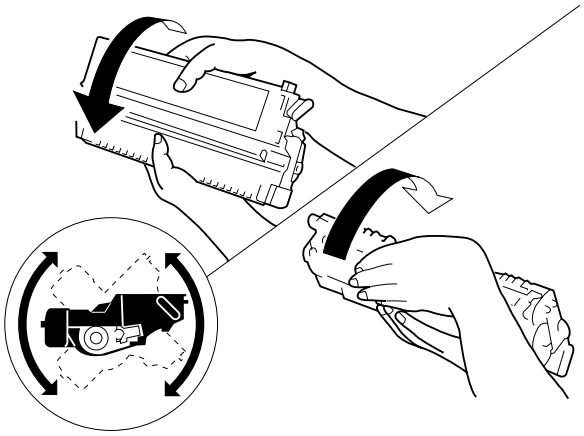

Figure 1-1
a. Before setting the cartridge in the machine or if copies have white spots as when it starts to run out of toner, hold the cartridge level and shake it about 90° several times as shown in Figure 1-1 to even out the toner inside.